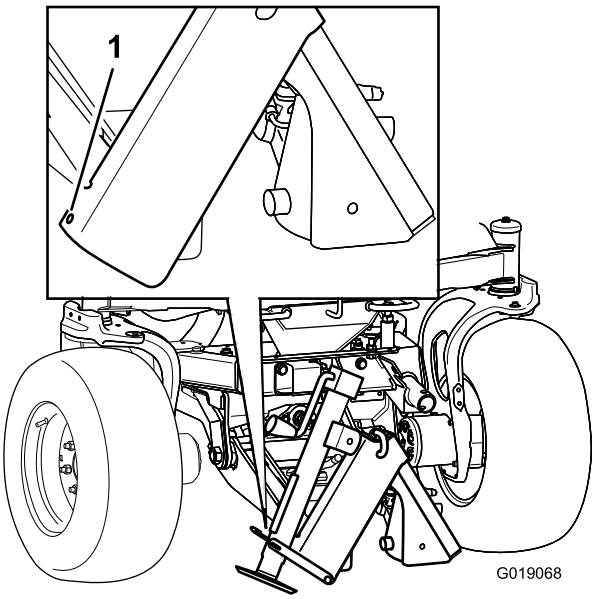
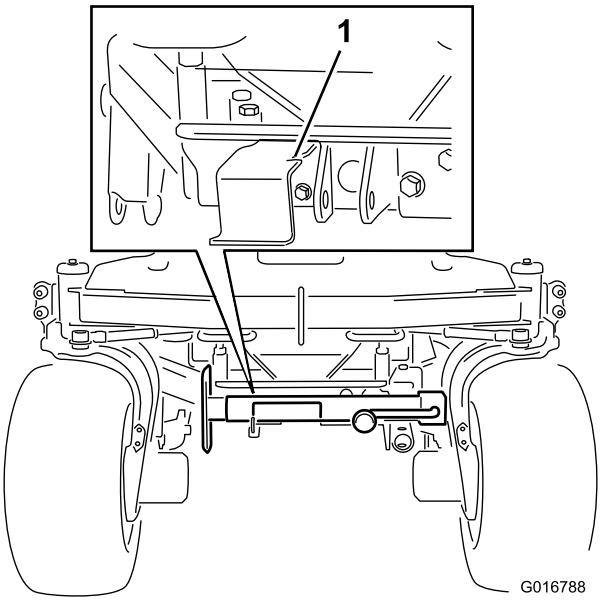

図 9
図 10
2. ジャッキのハブの側面の穴とタブのの穴にテザーピン（止めピン）を通し、バンジーでジャッキを固定する（図 9または図 10）。